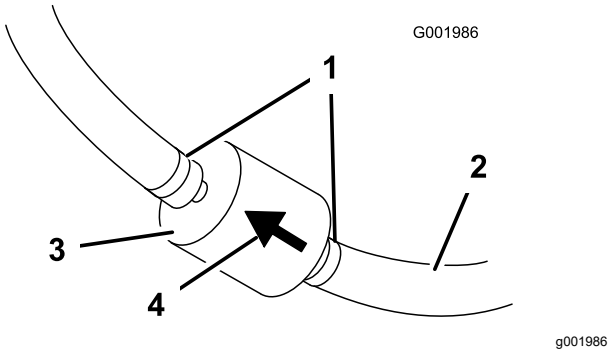

Figur 47
5. Kläm ihop ändarna på slangklämmorna och skjut bort dem från filtret (Figur 47).